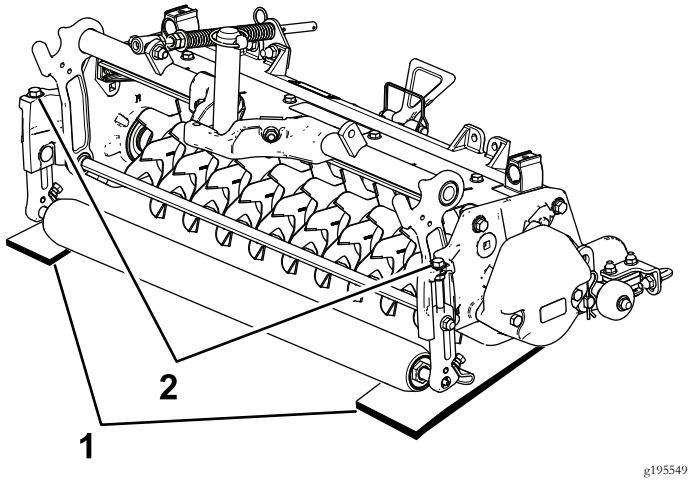

Figur 9
2. Placer 2 målestænger med den ønskede nedramningsdybde i jorden under de forreste og bageste ruller på det lodrette klipperedskabs knivcylinder (på begge ender af knivcylinderen) (Figur 9).
3. Drej justeringsbolten på hvert klippehøjdebeslag (Figur 9), således at cylinderknivene kommer i berøring med den plane overflade i begge ender.